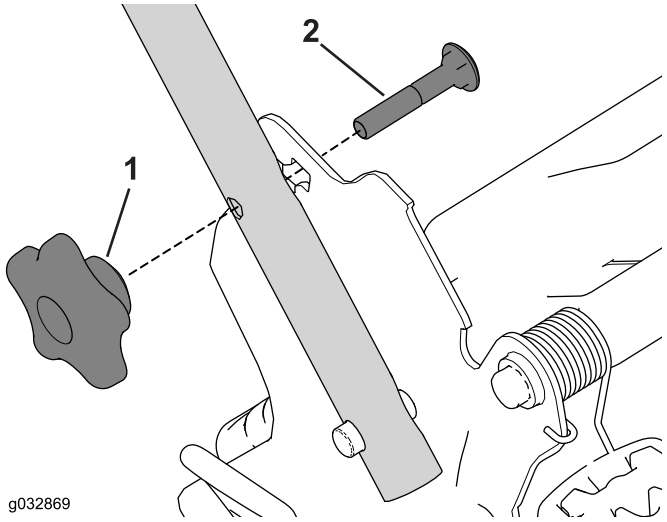

Rysunek 27
1. Wyjmij i odłóż w bezpieczne miejsce dwa pokrętła uchwytu oraz dwie śruby podsadzane ze wsporników uchwytu (Rysunek 27).